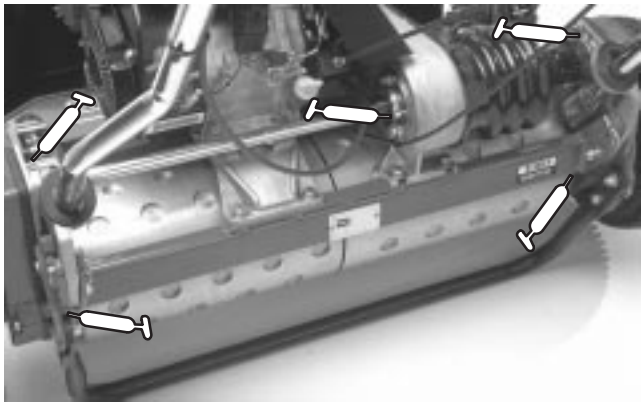

Figure 26
- 2 on the drum axles (Fig. 26)
- 3 on the differential (Fig. 26)